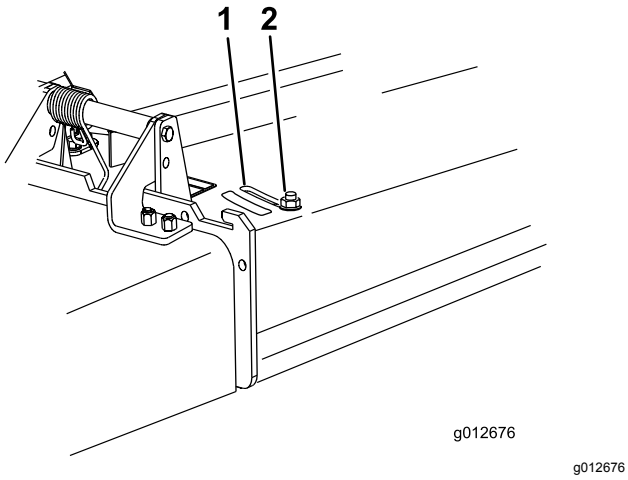

Figur 29
3. For å justere skjermen, løsner du mutteren (Figur 29).